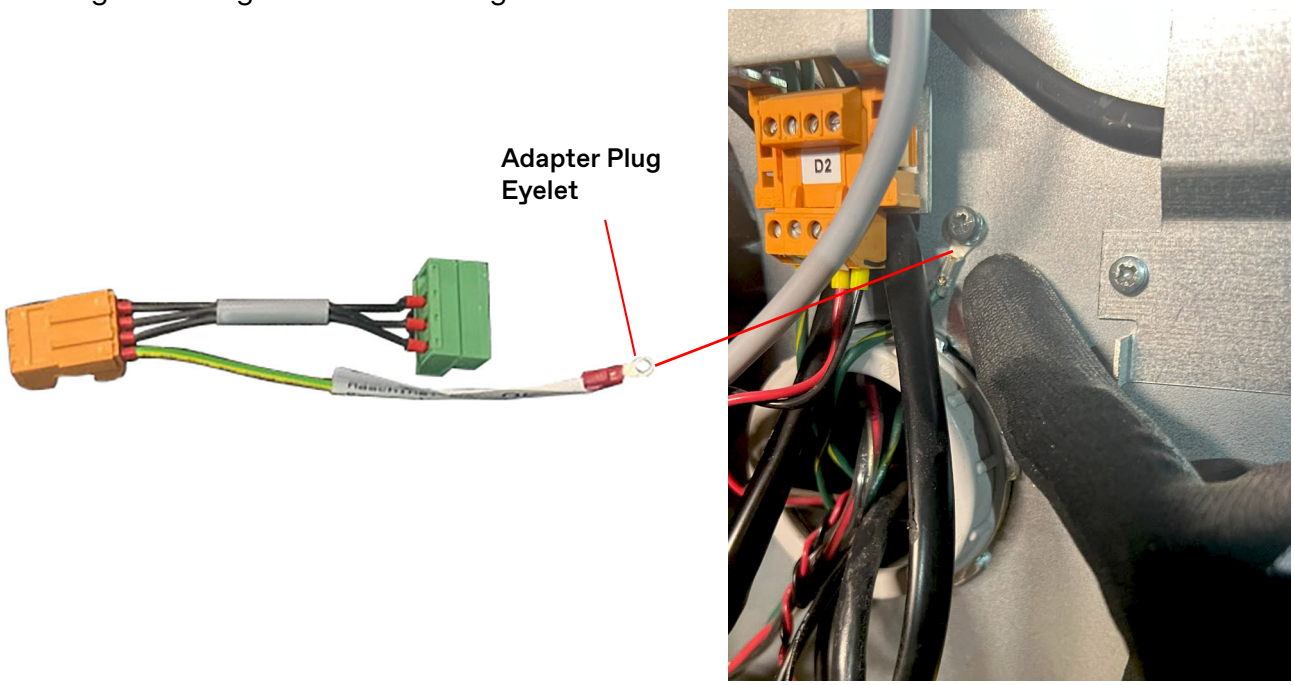

Figure 7 - Adapter Plug Grounding
2. Install the ground wire on the adapter plug from the kit to the ground screw, and let the plug hang from the ground wire. See Figure 7.